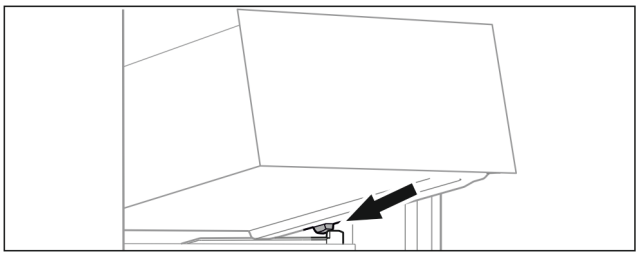

Fig. 167
▶ Helyezze a fiókot ferdén az ütközők mögé, a tartóbordára. (lásd Fig. 167)